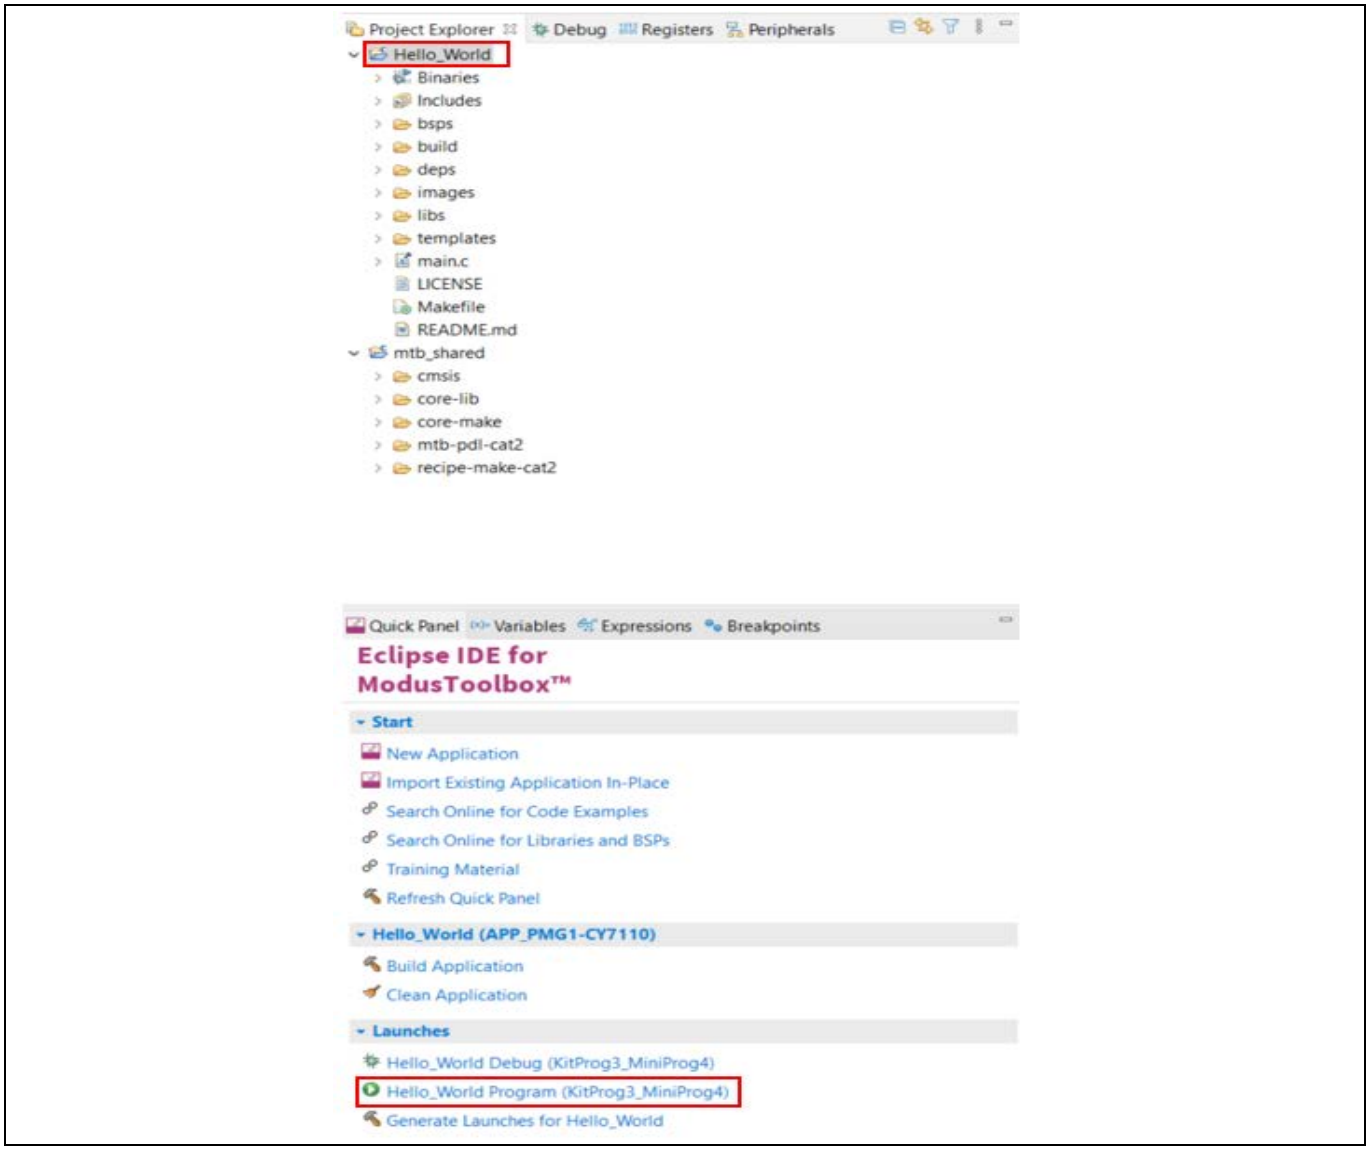

Figure 18　デバイスへのアプリケーション プログラミング
b) **Quick Panel** で、Figure 18 に示すように、**<Application Name> Program (KitProg3_MiniProg4)** をクリックします。